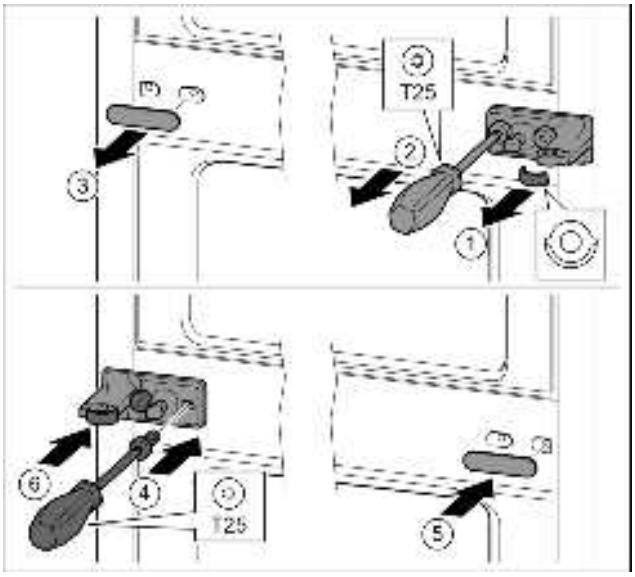

Fig. 13
- ▶ Remove the washer. *Fig. 13 (1)*
- ▶ Remove the screws with the T25 screwdriver. *Fig. 13 (2)*
- ▶ Remove the cover carefully. *Fig. 13 (3)*
- ▶ Screw the bearing bracket and the film rotated 180° firmly onto the other side. *Fig. 13 (4)*
- ▶ Attach the cover rotated 180° onto the other side. *Fig. 13 (5)*
- ▶ Push the washer in from the front. *Fig. 13 (6)*